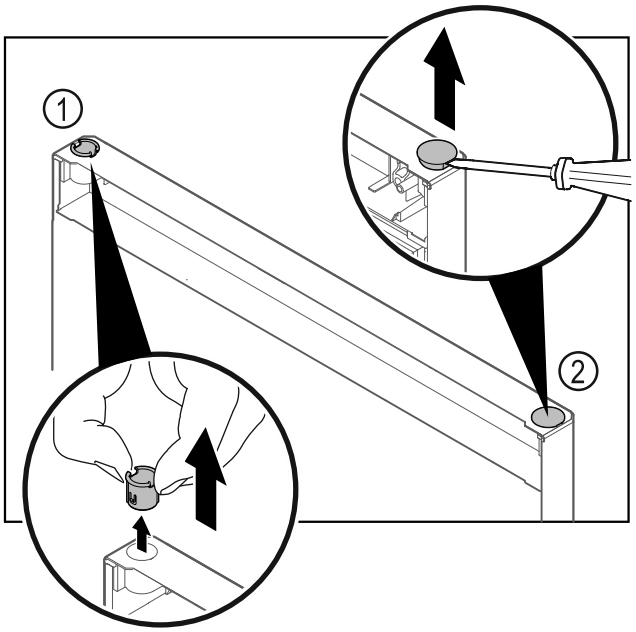

*Fig. 18*
- ▶ Extrageți bucșa balamalei *Fig. 18 (1)* cu degetele.
- ▶ Ridicați dopul de acoperire *Fig. 18 (2)* cu precauție cu o șurubelniță dreaptă și extrageți-l.